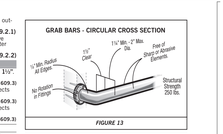

FIGURE 13
- ☐ Grab bars with circular cross sections shall have an outside diameter of 1¼" min. and **2"** max. (*Fig. 13*)
- ☐ The space between the wall and the grab bar shall be 1½". (*Fig. 13*)
- ☐ The space between the grab bar and projecting objects below and at the ends shall be 1½" min. Fig. 13
- ☐ The space between the grab bar and projecting objects above shall be **12"** min. (*Fig. 13*)